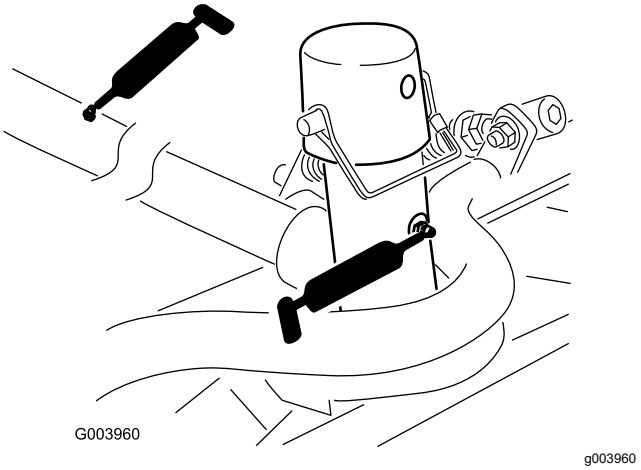

**Figuur 72**
- Draagframe en draaipunt van maaidek (2 elk) (Figuur 72)